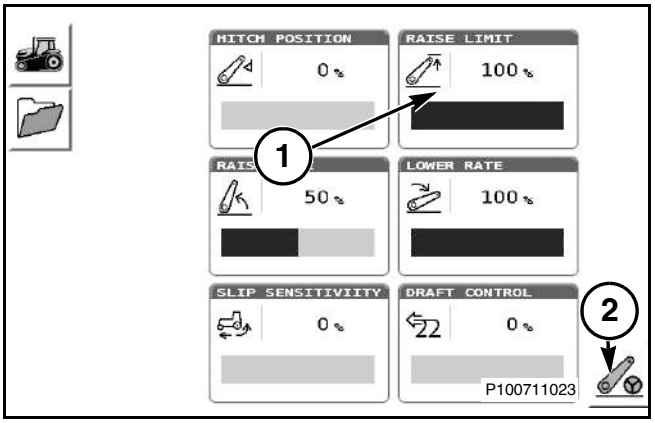

Рис. 124
Рис. 124: Чтобы изменить выделение параметра, выполните прокрутку для выделения вкладки (1) и нажмите кнопку колеса прокрутки. Нажмите кнопку рядом с положением управления для выбора следующего окна (2).